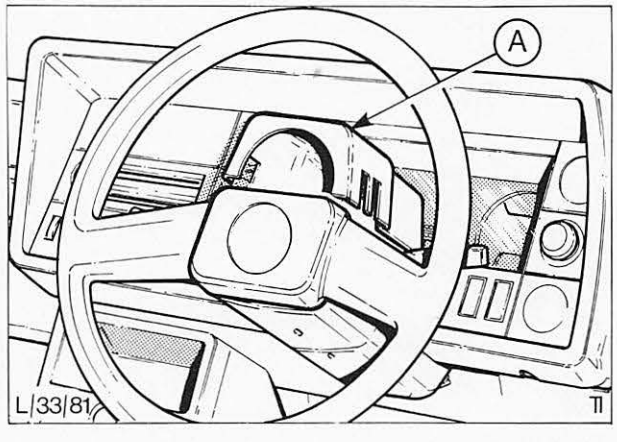

Abb. 11 A = obere Lenksäulenverkleidung abbauen
2. Verschraubte obere Lenksäulenverkleidung abbauen, Abb. 11.